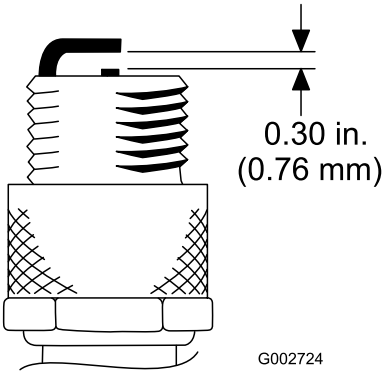

Figuur 27
4. Zorg ervoor dat de elektrodenafstand tussen de centrale elektrode en de massa-elektrode 0,76 mm bedraagt (Figuur 27). Plaats een bougie met de juiste elektrodenafstand en monteer deze met een pakkingafdichting. Draai de bougie vast met een torsie van 23 Nm. Als u geen momentsleutel gebruikt, moet u de bougie stevig vastdraaien.